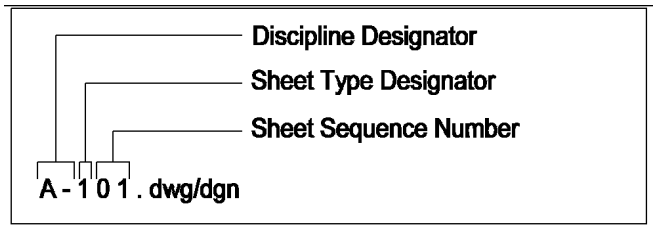

Figure 3 - Sheet File Naming Convention
1. The sheet file naming convention (Figure 3) has one optional field (not shown), followed by three mandatory fields. Similar to the format for model file naming, the fields must be used in the correct sequence.